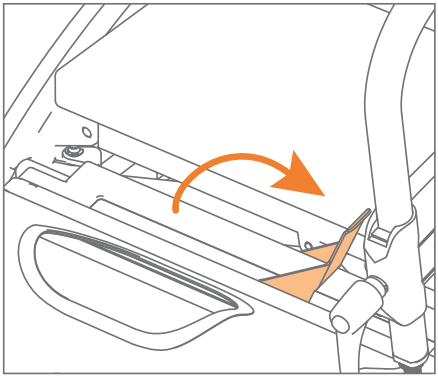

Figuur 49: Rolstoelpakket ontgrendelen.
a. Doe de rode hendel omhoog zonder kracht te gebruiken. Hierdoor gaan de vergrendelingspinnen naar binnen. Dit is het ontgrendelen **(Figuur 49)**.